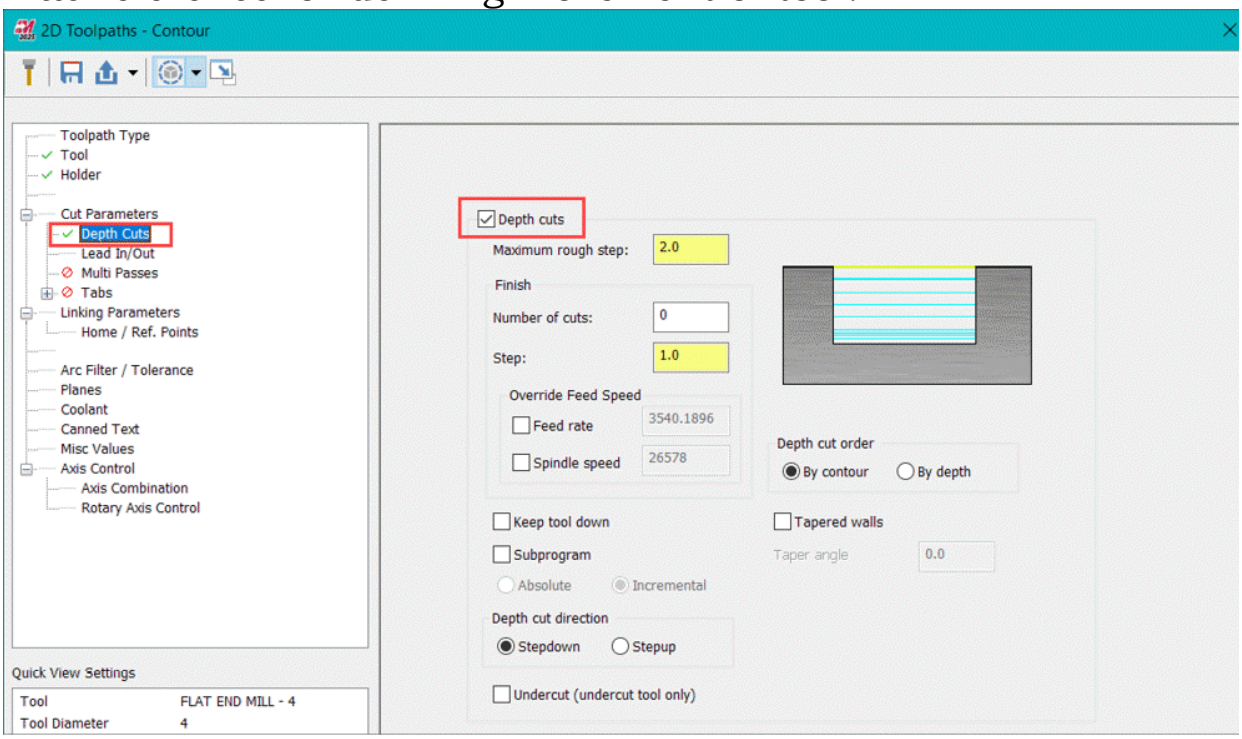

Figure-8. Depth cuts page
- Select the **Depth Cuts** option from left area in dialog box and then select **Depth cuts** check box to activate related parameters; refer to Figure-8. The options in this page are used to define maximum depth up to which tool can go in stock in each cutting pass and related parameters like feed rate, spindle speed, and so on.